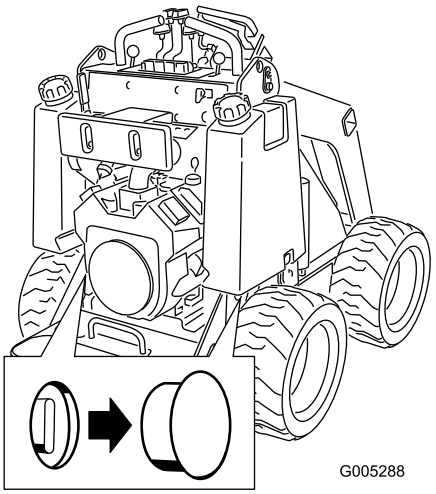

Figure 11
2. Enlevez l'obturateur de chaque vanne de remorquage située sous chaque réservoir de carburant (Figure 11).